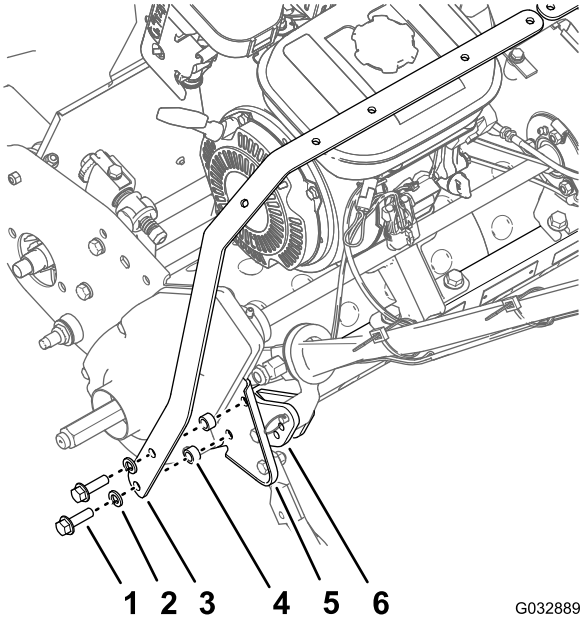

Rysunek 7
9. Zamontuj lewą listwę wsporczą lampy, 2 podkładki dystansowe i lewą płytę boczną do zewnętrznego mocowania na tylnej części ramy (Rysunek 7), używając 2 śrub z łbem kołnierzowym (3/8 x 1 1/4 cala) oraz 2 podkładek zabezpieczających (3/8 cala – zdemontowane w kroku 6).